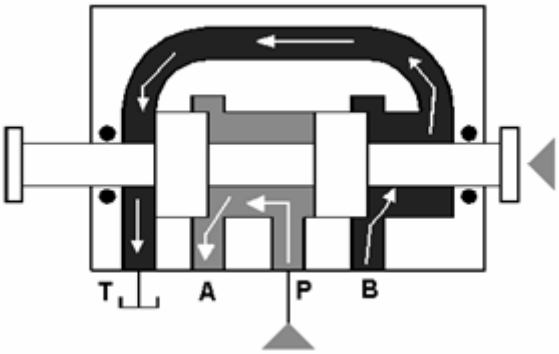

Figura 69
a. Coladores. Un colador es el sistema de filtrado primario que elimina grandes partículas de materia extraña del líquido hidráulico. Incluso cuando su acción de filtrado no es tan buena como la de un filtro, un colador ofrece menos resistencia al flujo. Un colador normalmente consta de un marco de metal enrollado con una pantalla de malla de alambre delgado o un elemento de filtración hecho de alambre especialmente procesado y de diferentes espesores. Los coladores se usan para bombear líneas de entrada (Figura 69, página 109) donde las caídas de presión deben mantenerse al mínimo.